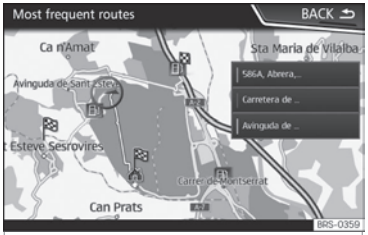

Fig. 237 Predictive navigation
- On the main screen of the Navigation menu, in the pop-up window, press the Frequent routes button. To display frequently followed routes press the Show on map button ››› Fig. 237.